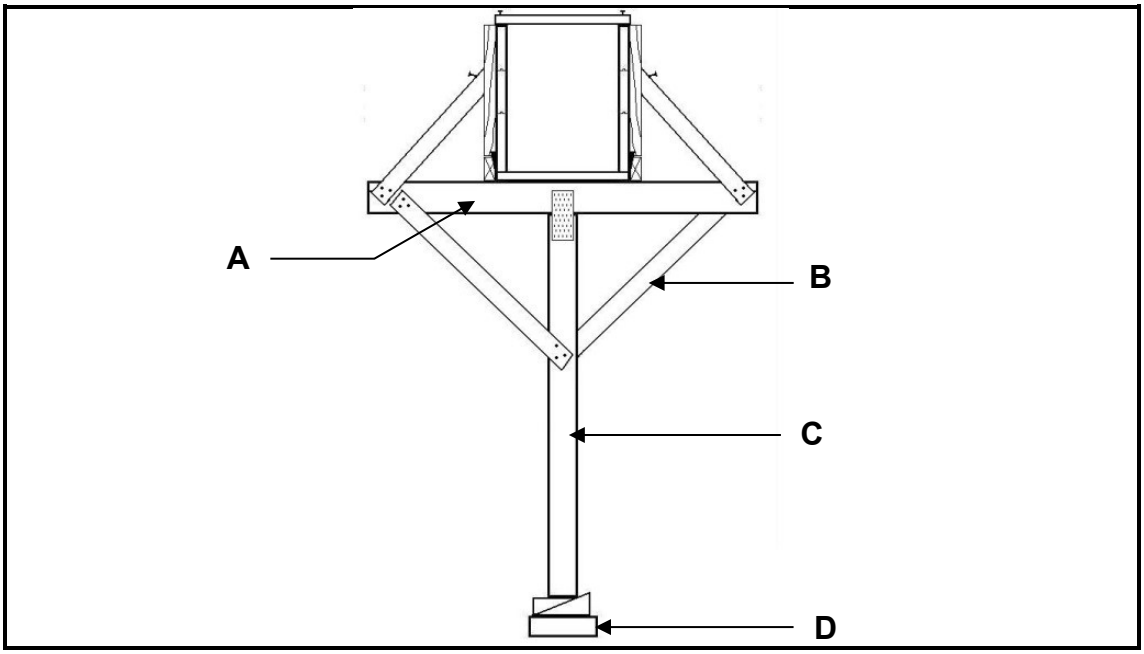

FIGURE 6.2
6.2 Name the parts **A** to **D** of to the formwork in FIGURE 6.2. (4 x 1) (4)